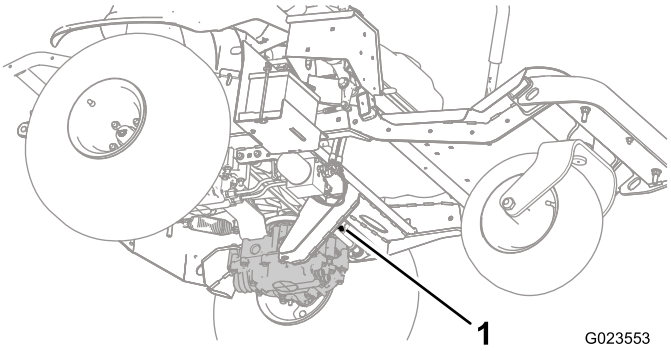
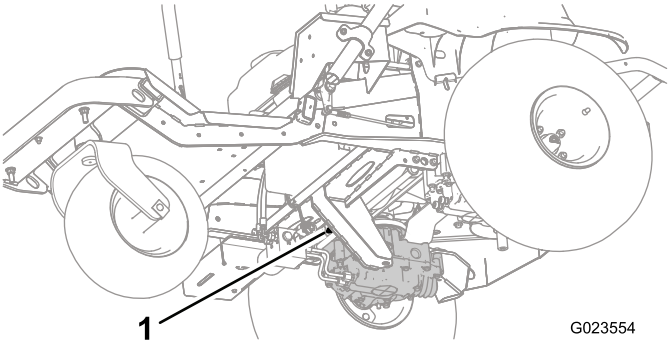
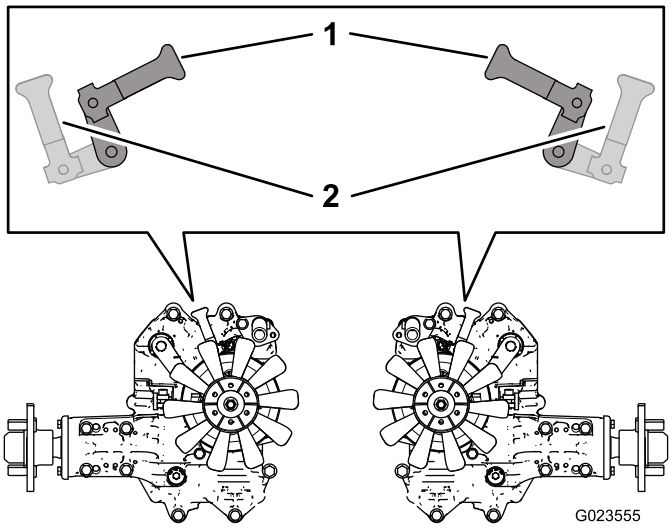

Figur 28
Figur 29
Figur 30
3. Vrid överströmningsventilreglagen (Figur 28 och Figur 29) från undersidan av maskinen så att de pekar inåt, mot maskinens mitt (Figur 30) och frigör parkingeringsbromsen, se Frigöra parkeringsbromsen (sida 25).
4. När du är klar med att knuffa eller bogsera maskinen vrider du överströmningsventilreglagen så att de pekar mot maskinens front så att maskinen kan köra (Figur 30).